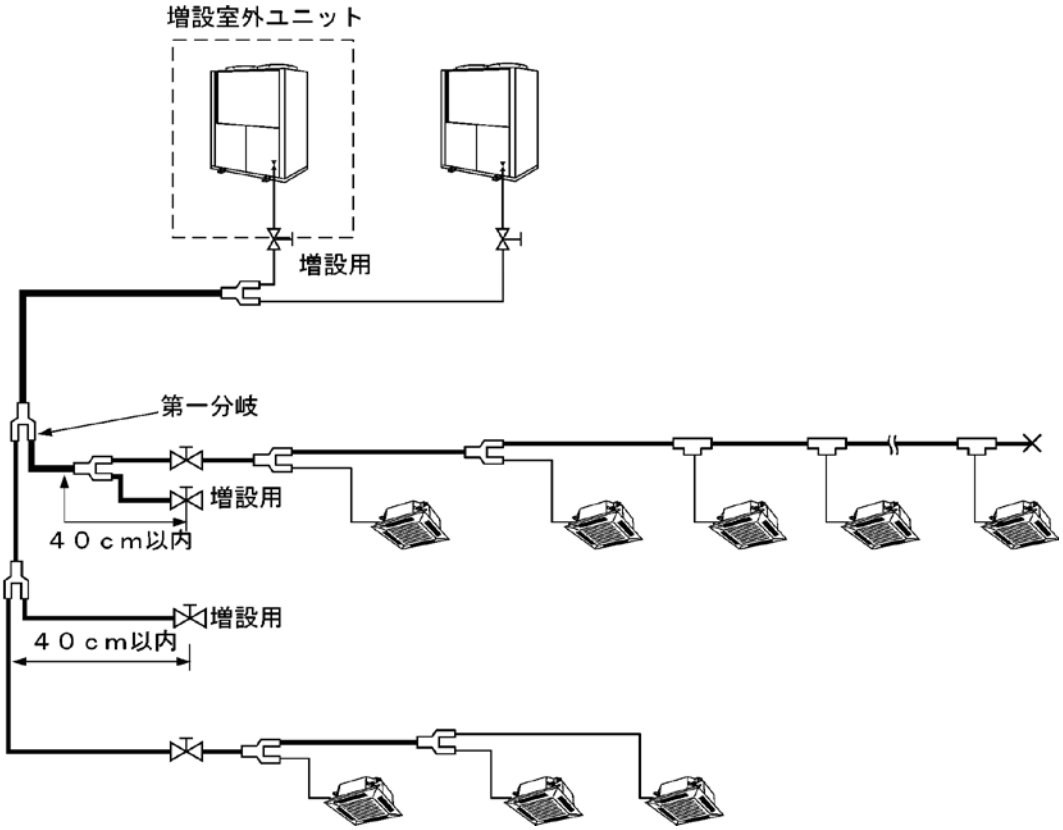

図　1
③増設を想定した配管サイズを選定してください。［（１）２)システム集合主管・分岐官サイズの選定の項参照］
④設置後、増設する可能性のある場合は、室外ユニット・室内ユニット側の分岐管に別売のボールバルブを設置するよう計画してください。(図1)